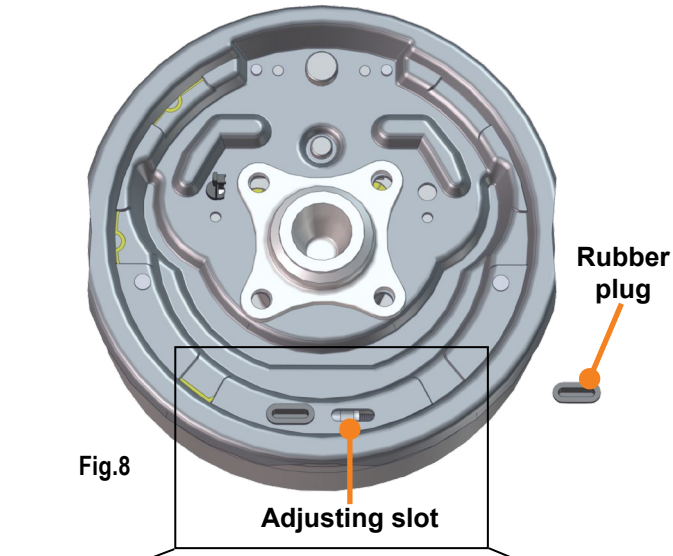

Fig.8
2. Remove the rubber plug from the adjusting slot on the bottom of the brake backing plate **(Fig. 8)**.